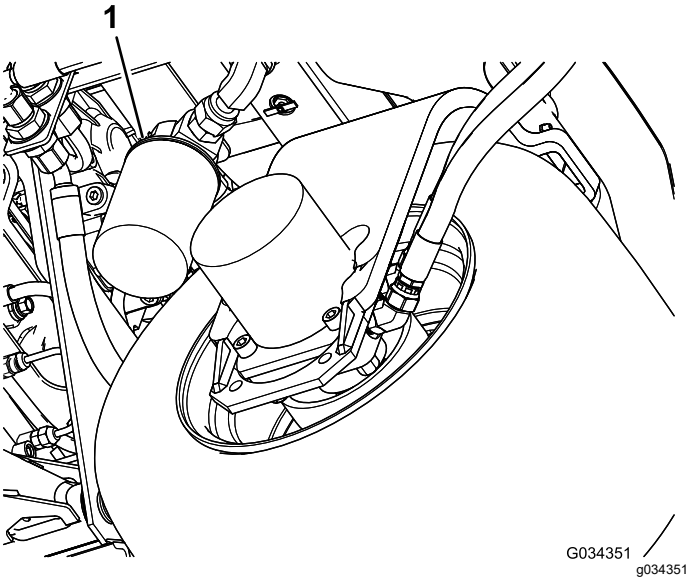

Figuur 83
2. Reinig de omgeving van de plaats waar het filter wordt gemonteerd. Plaats een opvangbak onder het filter (Figuur 83) en verwijder het filter.